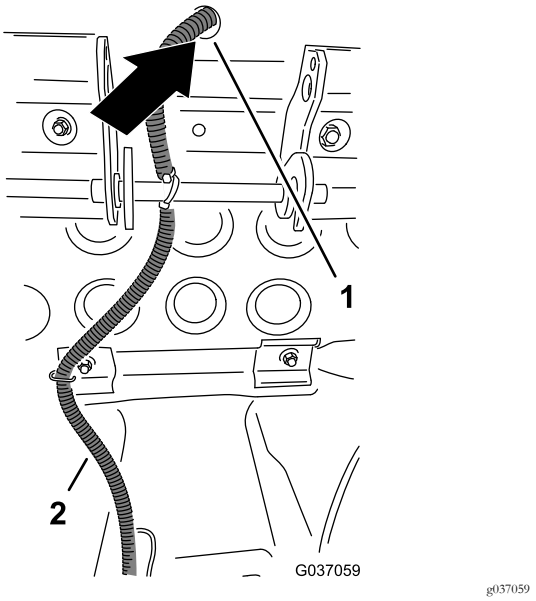

Figura 23
6. Dirija el conector hembra de 2 vías del arnés del relé (cables blancos y negros) a través del orificio en la plataforma situada detrás del asiento (Figura 23).
2. En la parte inferior de la plataforma, dirija el conector hembra de 2 vías (cables negros y rojos) del arnés de cables del kit de 350 cm a lo largo del arnés del relé y a través del orificio en la plataforma situada detrás del asiento; consulte la Figura 23 en Conexión del relé y del arnés (modelo 02750) (página 9).